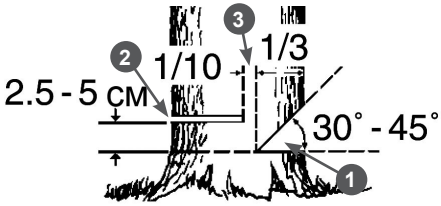

Рис. 9 Расположение запила, пропила и недопила
7. Начните пилить с той стороны дерева, куда оно должно упасть (Рис. 9). Сделайте запил 1 с той стороны, куда должно упасть дерево, глубиной примерно 1/3 диаметра ствола и под углом от 30 до 45 градусов (Рис. 9). В начале пиления первым должен коснуться дерева зубчатый упор. Затем, используя зубчатый упор в качестве точки вращения, вращением электропилы погружайте шину с движущейся цепью в древесину. При спиливании крупных деревьев перестановку упора делают несколько раз.
8. Сделайте основной валочный пропил 2 с противоположной стороны, выше основания запила на 2,5-5 см. Между основным пропилом и запилом должен оставаться недопил 3 равный примерно 1/10 диаметра ствола. Вставьте своевременно клин в пропил. Недопил 3 действует как шарнир и позволяет контролировать падение дерева (Рис. 9).
Ни в коем случае не допиливать до конца недопил 3 (Рис. 9), так как при этом невозможно контролировать направление падения дерева.